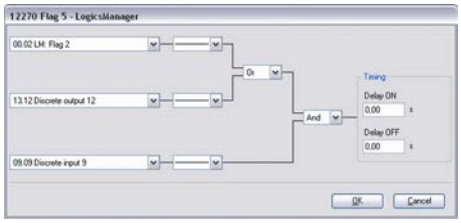

Fig. 174: LogicsManager function "Flag 5"
6. Configure the LogicsManager function "Flag 5" as shown in (Fig. 174).